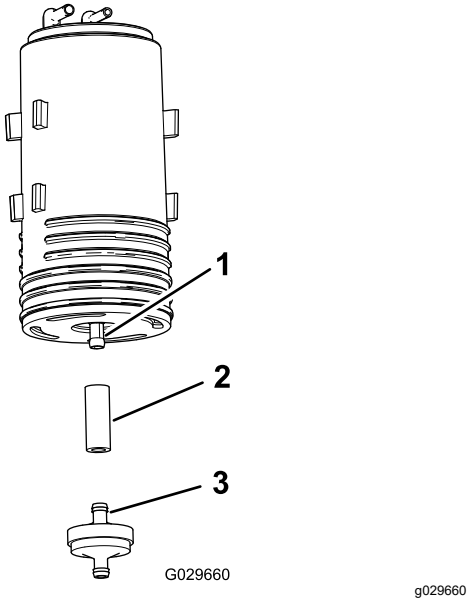

Figuur 48
4. Verwijder het koolstofhouderfilter en het korte gedeelte van de slang van de onderste fitting van de oude koolstofhouder (Figuur 48).
5. Monteer de slang op de onderste fitting van de nieuwe koolstofhouder (Figuur 48).
6. Steek de fitting van een nieuwe koolstofhouderfilter in de slang (Figuur 48).